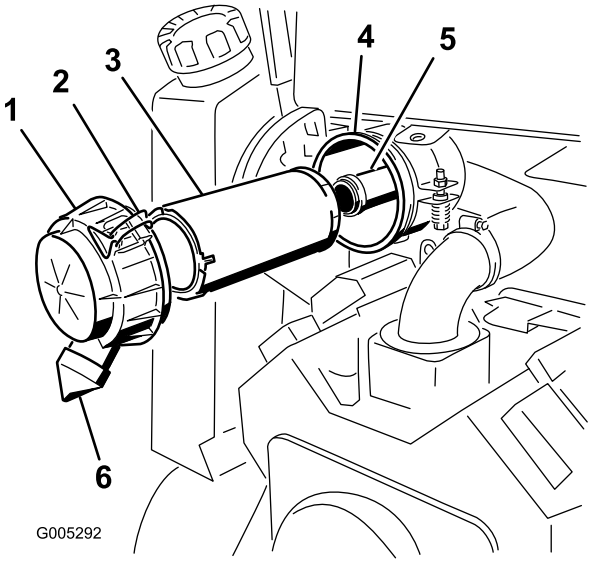

Figure 20
2. Ouvrez les verrous du filtre à air et séparez le couvercle du corps du filtre (Figure 20).
6. Sortez l'élément principal du corps du filtre avec précaution et mettez-le au rebut (Figure 20). Évitez de cogner l'élément à l'intérieur du corps.
7. Si vous remplacez l'élément de sécurité, sortez-le avec précaution du corps du filtre et mettez-le au rebut (Figure 20). Évitez de cogner l'élément à l'intérieur du corps.
2. Si vous remplacez l'élément de sécurité, glissez-le avec précaution dans le corps du filtre à air (Figure 20). Assurez-vous qu'il est bien engagé en appuyant fermement sur le rebord extérieur.
3. Introduisez l'élément principal dans le corps du filtre avec précaution (Figure 20). Assurez-vous qu'il est bien engagé en appuyant fermement sur le rebord extérieur.
4. Posez le couvercle, l'entretoise et fixez-les avec l'écrou du couvercle (Figure 20). Serrez l'écrou à 11 Nm (95 lb-po).
5. Montez le couvercle du filtre à air avec la sortie caoutchouc en bas, à la position 5:00 à 7:00 heures (vue de l'extrémité) (Figure 20) et fixez-le avec les dispositifs de verrouillage.